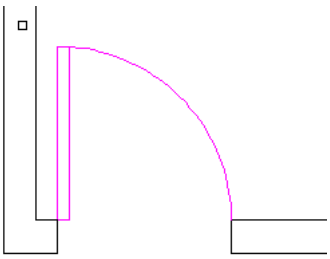
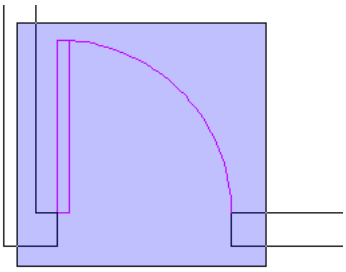

Figura 3.72:
Figura 3.73:
1. Selecione, começando pelo ponto indicado na figura 3.72, abrindo um retângulo como mostrado na figura 3.73.